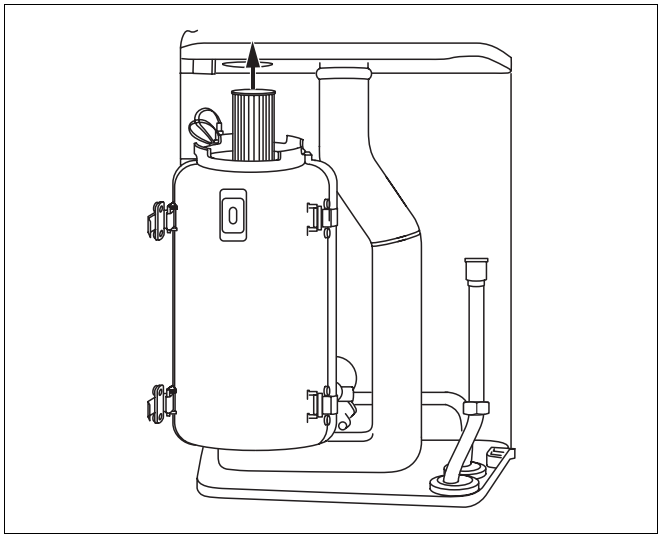

Rys. 49 Wyjęcie palnika
- Wyjąć palnik do góry przez otwór (rys. 49).